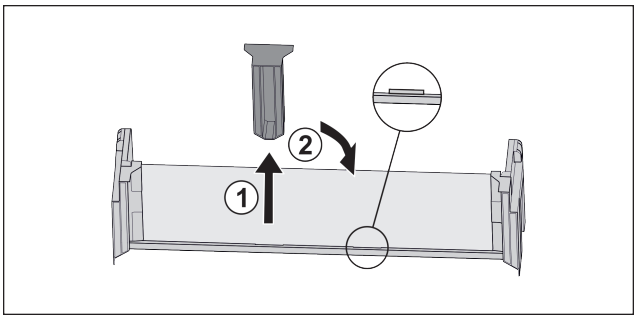

Fig. 20
▶ Pull off the middle holder *Fig. 20 (1)*.
▶ Insert the middle holder in the second position *Fig. 20 (2)*.